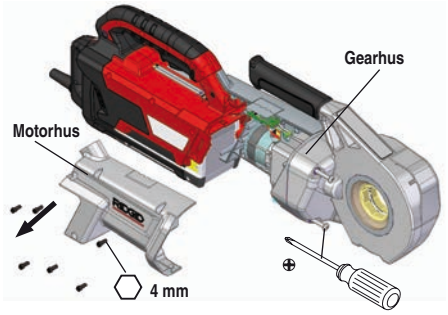

**Figur 2 – Afmontering af motorhuset**
2. Fjern alle skruer fra motorhuset. Fjern de to skruer på gearhuset. Afmonter motorhuset. *Se figur 2.*